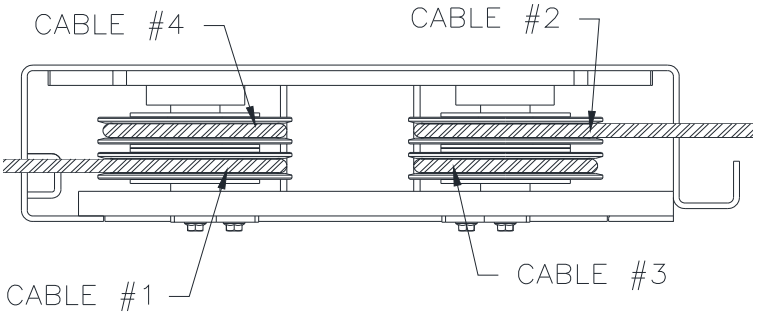

Fig 6 – Power Runway 4-Stack (Rear View)
2) Unpack lift. Remove all packaging from Power Runway (power runway has four cable sheaves at rear end) and pull threaded cable ends out. Make sure the cables are in the proper sheaves at the 4-stack, **Fig 6**.
12) From the rear, route cable #1 from the bottom of the left sheave stack through the access hole and up out the left end of the rear cross beam. Repeat for cable #2 from the top of the right rear sheave stack through the access hole and up out the right rear of the rear cross beam, **Fig 6** & **7. *MAKE SURE THE CABLES ARE NOT TANGLED WITH THE LOCK RELEASE ROD INSIDE THE CROSSBEAM.***